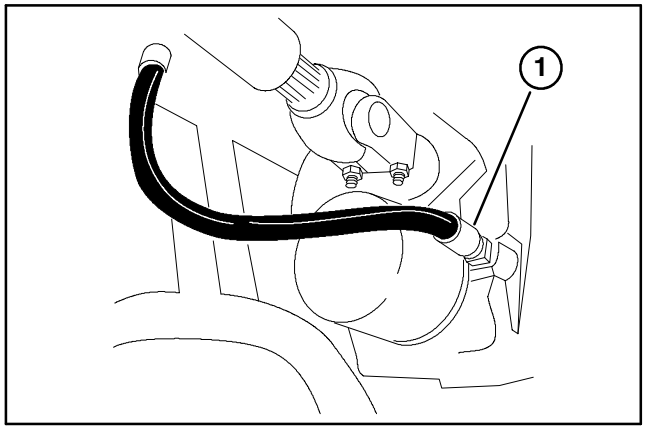

Figure 13
31. Disconnect hose from rear of hydrostat (next to filter) (Fig.13).
32. Slide a protective sleeve over hose and secure with (2) cable ties.